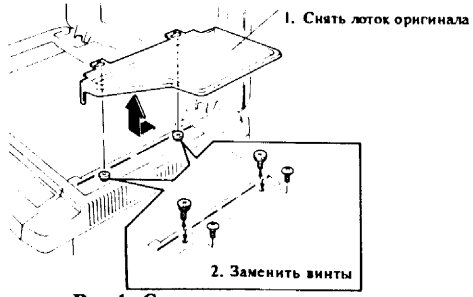

Рис.1. Снятие лотка оригинала
4. Снять лоток оригинала (рис.1).